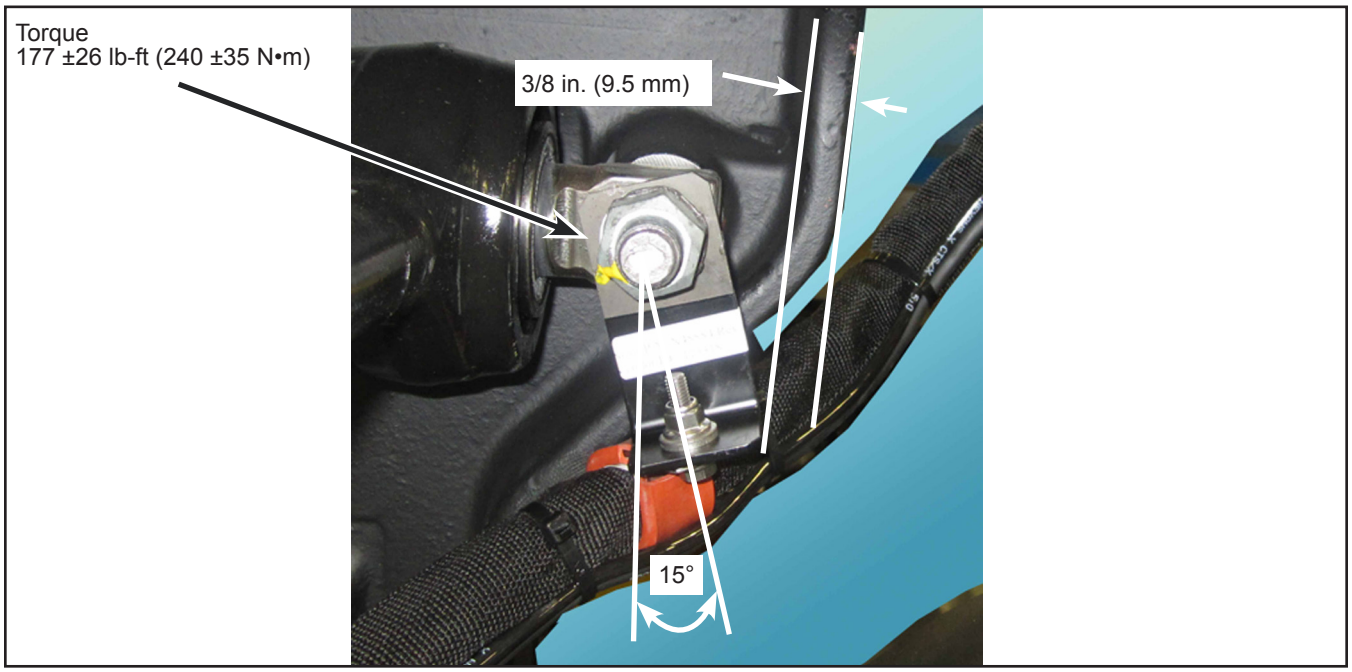

Figure 7 - L Support Position
2.7. Position the L support at an approximate angle of 15° to the exterior of the vehicle. As a reference, the distance between the vertical axle wall and the L support corner should be of about 3/8 in. (9.5 mm). See Figure 7.
2.8. Tighten the tie rod nut holding the L support to the specified torque indicated in Figure 7.